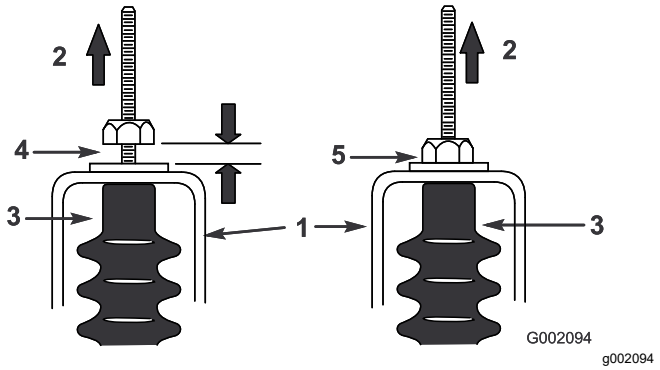

**Figuur 62**
5. Trek aan beide kabels van het schakelmechanisme en zorg ervoor dat er een ruimte van 0,76 tot 1,52 mm tussen de moer/ring en de beugel van de neutraalstand is (Figuur 62).